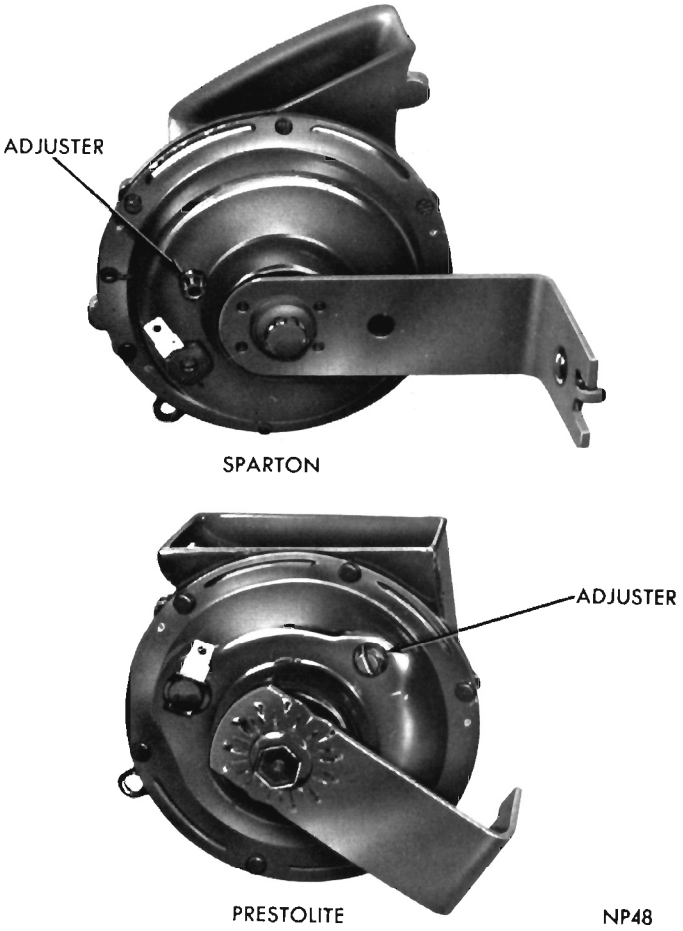

Fig. 1—Horn Adjustments
(1) Disconnect connections at each horn to determine which horn is not operating.
(2) Remove horn and bracket assembly.
(3) With a suitable tool (Figs. 1 and 2), turn tone adjuster counterclockwise until there is no vibration (sound).
(4) Turn tone adjuster clockwise, approximately 1/4 turn at a time until tone has a clear mellow sound. Do not turn tone adjuster while horn is sounding. **Adjustment will only clear up sound and cannot change horn tone frequency.**
(5) Connect a test ammeter between positive post of a 12 volt battery and horn terminal post. Connect a jumper lead from negative battery post to horn base. Clean paint from horn bracket where connection is made. Turn adjusting screw to obtain a reading of six amperes minimum to eight amperes maximum for Sparton horns, four amperes minimum to six amperes maximum for Prestolite horns and 3.5 amperes minimum to 4.5 amperes maximum for road runner (Sparton) horns at 12.4 volts.